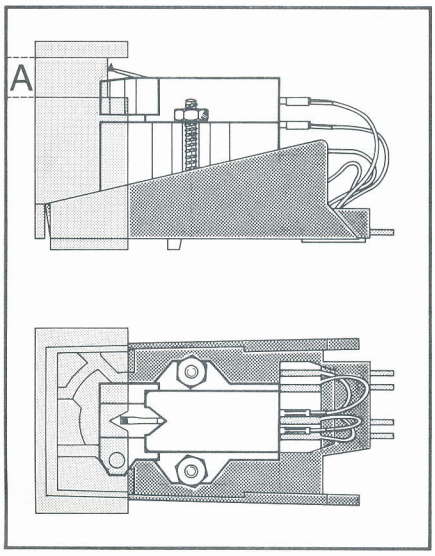

Fig. 14
3. Das Tonabnehmersystem ist richtig montiert, wenn die Aussparung der Montagelehre den Abtaststift des Tonabnehmersystems umschließt und in vertikaler Richtung die Abtastspitze sich innerhalb des Bereiches (A) befindet (Fig. 14).